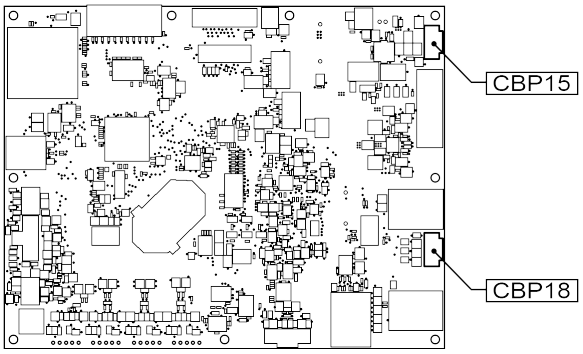

Figura 11
10. Use el mazo de cables que se incluye con la impresora para hacer la conexión con el tablero de control, como se muestra en Figura 11. Los cables están marcados con las etiquetas de los conectores respectivos.